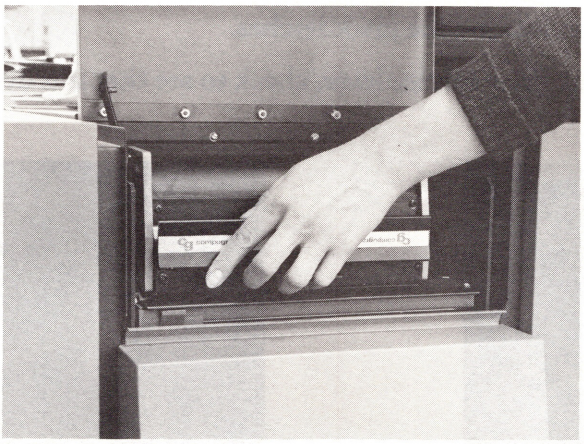

FIG. 8
11. Cut off the exposed paper (with the cutter) and install the receiving cassette between the guides in the upper compartment. The cassette opening should be face down over the paper feed slot (Fig. 8).